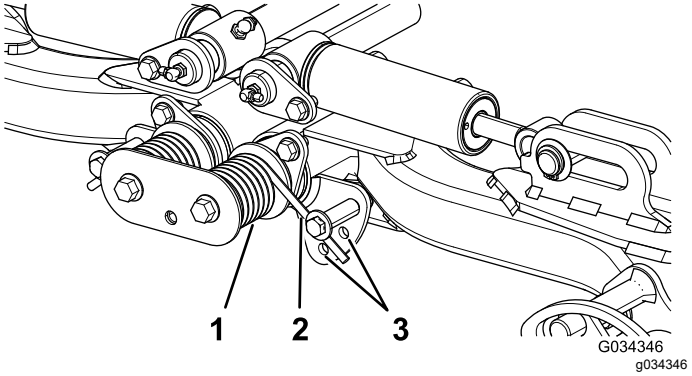

Rysunek 34
2. Nasuń na długi koniec sprężyny tuleję lub podobny przedmiot i zwolnij naciąg sprężyny podczas regulacji (Rysunek 34).
3. Odciążając sprężynę, odkręć śrubę i nakrętkę zabezpieczającą mocujące siłownik sprężyny do wspornika (Rysunek 34).